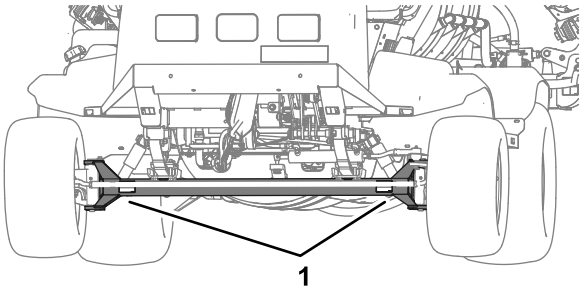
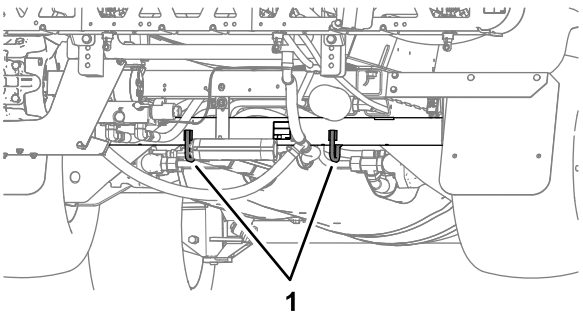

**Figur 53**
**Figur 54**
- Spänn fast maskinen så att den sitter säkert på transportfordonet. Maskinens fästpunkter visas i Figur 53 och Figur 54.